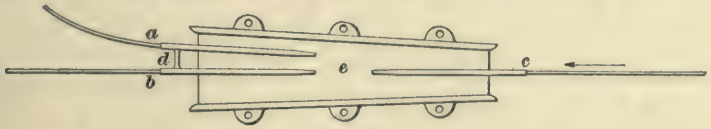

FIG. 21.
**19. Relation Between Frog and Trolley.**—Fig. 21 shows how a frog is constructed and how the wires lead off from it. The car is supposed to move in the direction indi-
wire which follows the curve. There is a certain place *e* in the frog where there is no wire or ridge to guide the wheel; to keep the wheel from going off, the frog has along the two side edges a flange which also acts as a guide to the wheel when turning a curve. In Fig. 21, *d* is simply a rib intended to strengthen the two ridges cast in the frog. When a frog is in good order and the track switch is turned for the car to go straight ahead, the trolley should follow the main-line wire without any trouble; but if the frog, instead of being level, be tilted down on the side *a*, the wheel is apt to slide over that way and follow wire *a* while the car follows the track under the wire *b*. If the frog is crooked, so that *c* and *b* are not parts of a continuous straight line, the least bit of rough edge on either the flange of the wheel or on the flange of the frog will cause the wheel to ride the frog and go off. A kink in the wire just out from the frog will often throw the wheel off. Suppose, now, that the car is intended to take the curve; it must be borne in mind that the trolley wheel trails after the car and that the car will therefore always have started to change its course before the trolley wheel does. When the car turns into an open switch, it gets some distance around the curve before the trolley wheel reaches the line frog, and when it does get there the side pull on the